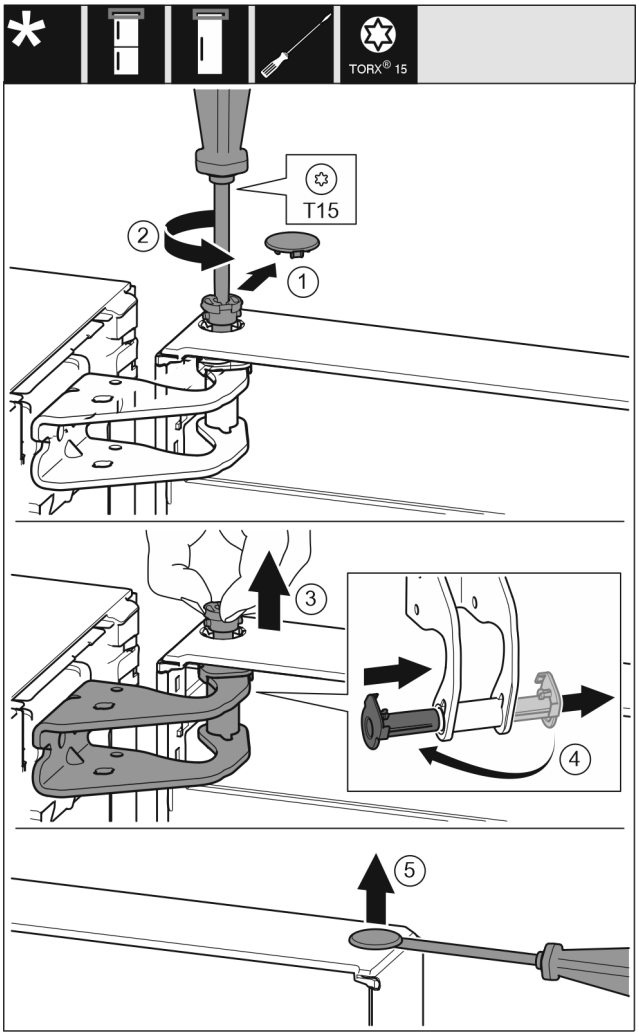

Fig. 7
- ▶ Trekk sikringsdekselet forsiktig av. *Fig. 7 (1)*
- ▶ Skru bolten ut et stykke med skrutrekker T15. *Fig. 7 (2)*
- ▶ Hold fast døren, og trekk bolten ut med fingrene. *Fig. 7 (3)*
- ▶ Trekk lagerbøssingen ut av føringen. Sett den inn fra den andre siden, og la den klikke på plass. *Fig. 7 (4)*
- ▶ Løft proppen forsiktig ut av dørens lagerbøssing med en skrutrekker, og trekk den ut. *Fig. 7 (5)*